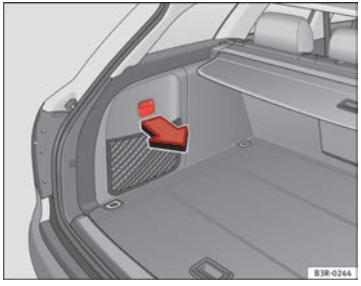

Fig. 126 Luggage compartment: Side trim with closed storage compartment
– To open the storage compartment, pull the handle forwards ⇒ fig. 126.